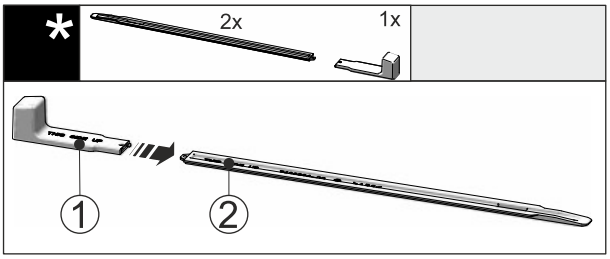

Fig. 48
▶ Atașați mânerul de montare *Fig. 48 (1)* la șina de nivelare *Fig. 48 (2)*.